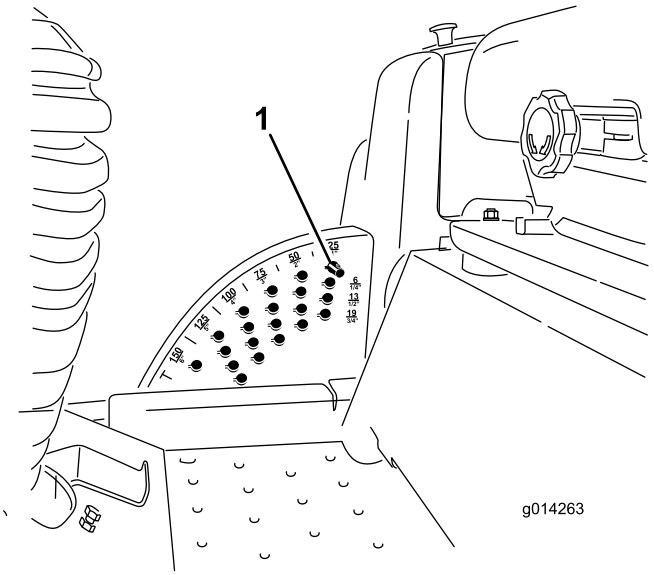

Figur 16
placere stiften i den position, der giver en klippehøjde på 15 cm (Figur 16).
1. Mens motoren er i gang, trykkes der bagud på skjoldets løftekontakt, indtil plæneklipperskjoldet er hævet helt. **Slip derefter kontakten straks** (Figur 16).
2. Juster ved at dreje stopstiften, indtil tappen på den er ud for hakkene i hullerne i beslaget til justering af klippehøjden, og afmonter den (Figur 16).
3. Vælg det hul i klippehøjdebeslaget, som svarer til den ønskede klippehøjde, isæt stiften, og drej den nedad for at låse den fast (Figur 16).
Bemærk: Der er fire rækker hulpositioner (Figur 16). Den øverste række giver den klippehøjde, der er anført over stiften. Den anden række fra oven giver den højde, der er anført, plus 6 mm. Den tredje række fra oven giver den højde, der er anført, plus 12 mm. Den nederste række giver den højde, der er anført, plus 18 mm. Til højdepositionen på 15,8 cm er det kun ét hul, og det sidder i anden række fra oven. Her lægges der ikke 6 mm til højdepositionen på 15,8 cm.